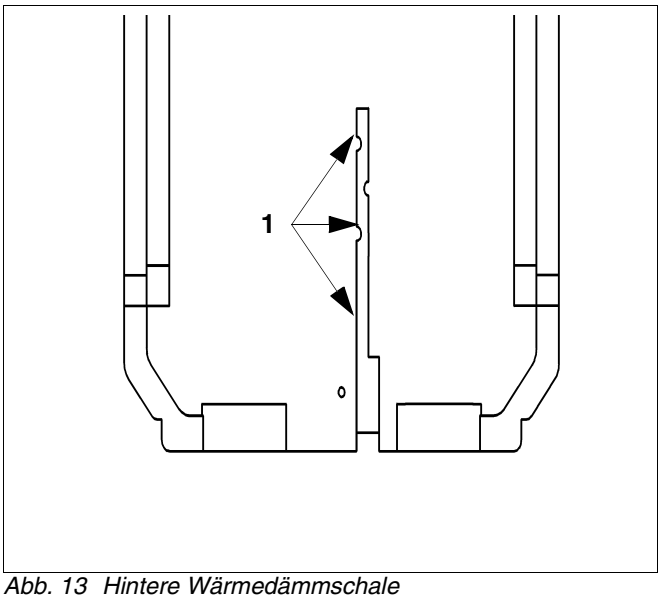

Abb. 13 Hintere Wärmedämmschale
- Die elektrischen Leitungen in die Kabelführung (Abb. 13, **Pos. 1**) der hinteren Wärmedämmschalen einlegen und nach hinten wegführen.